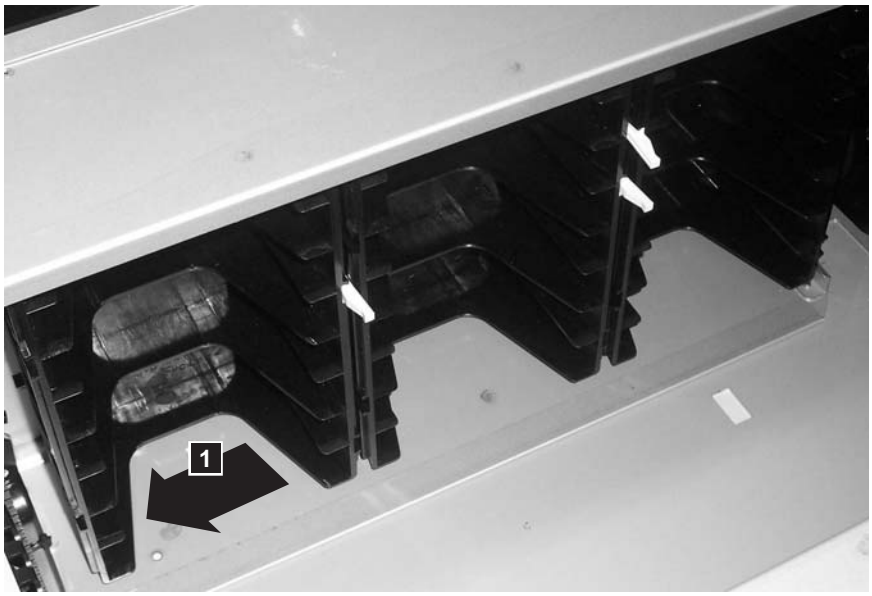

Figure 7-123. Removing a storage column
4. Pull the storage column toward the front of the library (**1** in Figure 7-123) to disengage the locking tabs on the back of the column.